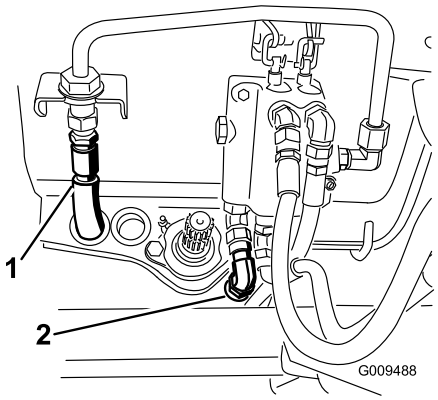

Figur 76
17. Fjern tankslangen fra kontrolventilens hårde rør (Figur 76).
19. Frakobl trykslangen fra kontrolventilen (Figur 76).